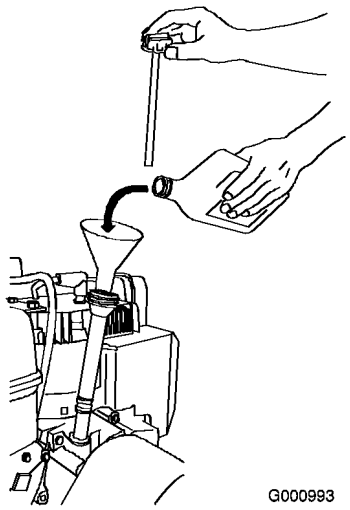

Figur 13
1. Fjern peilestaven, og hell olje **sakte** inn i oljepåfyllingsrøret for å heve oljenivået til det viser fullt på peilestaven. **Ikke fyll på for mye** (Figur 13).